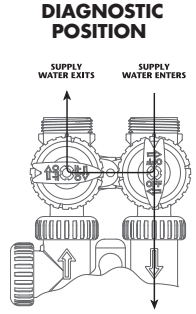

FIGURE 3
3. **Position de diagnostic :** La poignée d'entrée pointe vers la vanne de contrôle et la poignée de sortie vers le centre de la vanne by-pass. L'eau de distribution non traitée peut circuler dans le système et vers le bâtiment sans toutefois quitter le système **(Fig. 3)**. Ceci permet au technicien de maintenance d'aspirer la saumure et d'effectuer d'autres tests sans que